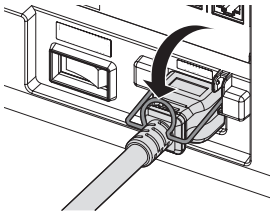

Fig. 3
3) Abaissez le support de cordon d'alimentation. (Fig. 3)